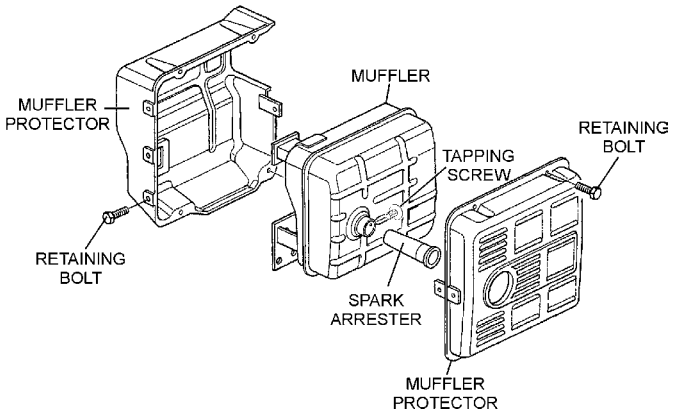

Figure 40. Spark Arrester Removal
1. Remove the muffler protector retaining bolts (Figure 40), then remove muffler protector.